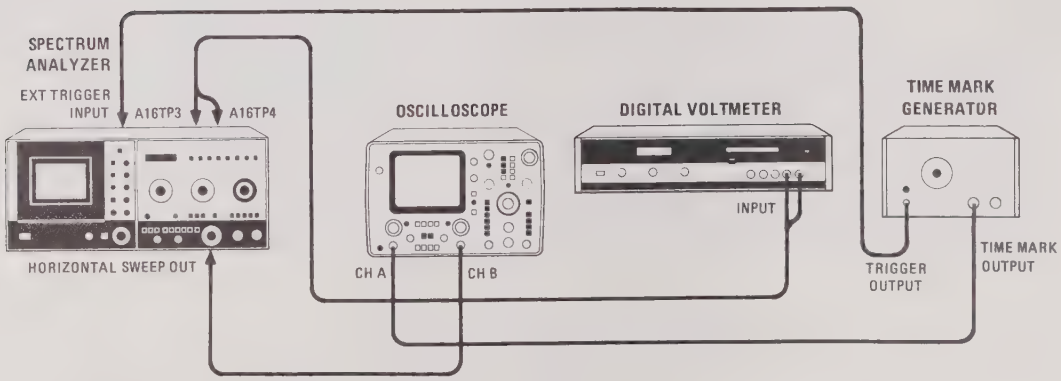

Figure 5-26. Sweep Generator Adjustment Test Setup
b. Reconnect power cord, set LINE switch ON, connect equipment as shown in Figure 5-26, and set 8565A controls as follows: